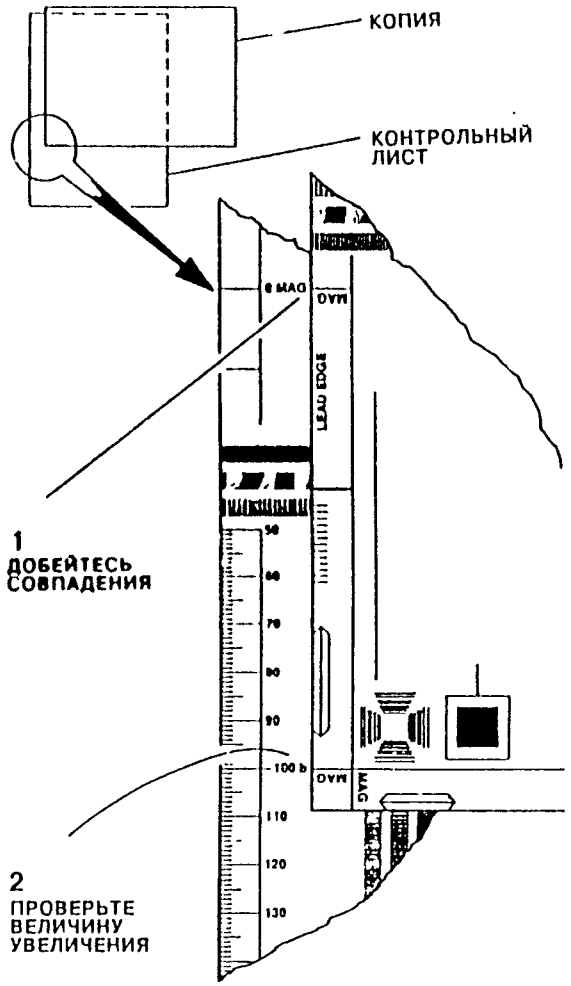

Рис. 3. Проверка отношения размеров в направлении от верхней до нижней кромки.
a Переместите копию вверх по контрольному листу так, чтобы метка MAG 0 на контрольном листе совпала с меткой MAG на переднем крае LEAD EDGE копии (смотрите Рис. 3).
b. Прочтите значение коэффициента уменьшения, которое указывает метка MAG в углу копии на шкале на контрольном листе (смотрите Рис. 3). На Рис. 3 показан пример копии с уменьшением 100%.
a. Переместите копию вверх по контрольному листу так, чтобы метка MAG 0 на контрольном листе совпала с меткой MAG 0 на переднем крае LEAD EDGE копии (смотрите Рис. 3).